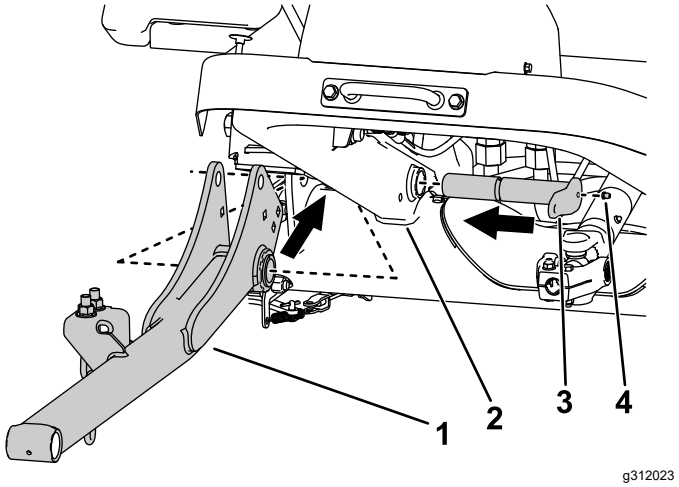

Bild 5
2. Verwenden Sie beide große Stifte, um die Hubarme am Maschinenrahmen zu befestigen (Bild 5).
3. Installieren Sie die Schmiernippel an den großen Stiften (Bild 5).